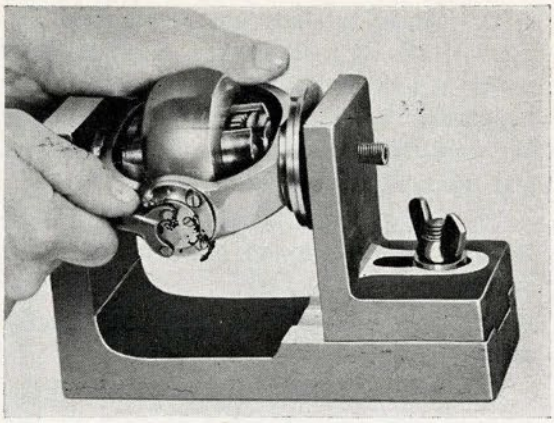

Figure 302
(c) Turn each side bearing clockwise until just hand-tight (Fig. 302). Tighten screws for locking discs. (37)